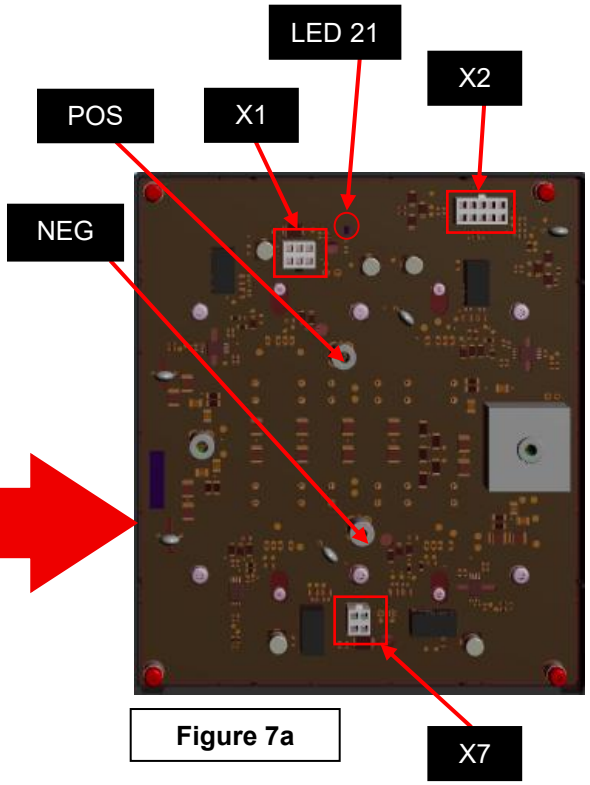

Figure 7a
9. Follow the below tables tests (see **Figure 7a** for connectors location):